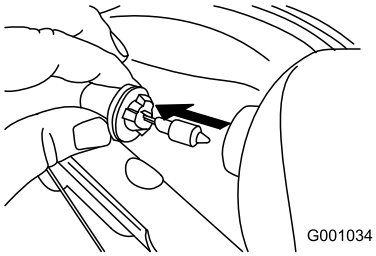

Figur 63
3. Dra lampan rakt ut på strålkastarens baksida (Figur 63).